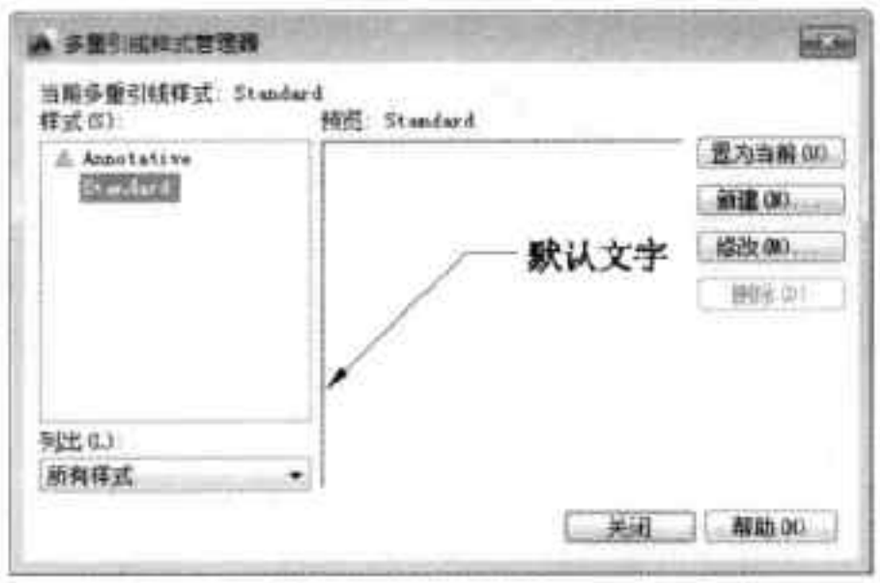

图9-65 “多重引线样式管理器”对话框
Step 01 执行“注释 > 引线”命令，打开“多重引线样式管理器”对话框，如图 9-65 所示。